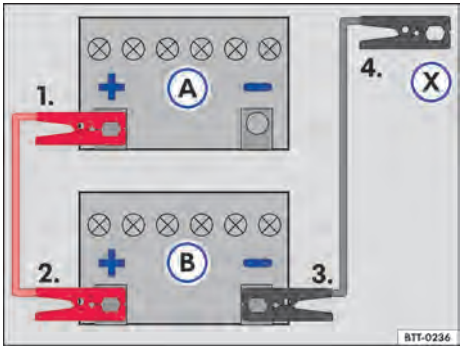

Fig. 199 Esquema para a conexão dos cabos auxiliares de partida: bateria do veículo descarregada Ⓐ e bateria do veículo fornecedora de corrente Ⓑ.
Legenda para → Fig. 199:
Conectar o cabo auxiliar de partida somente na sequência **1 – 2 – 3 – 4** → Fig. 199.
– Conectar uma extremidade do cabo auxiliar de partida *vermelho* ao polo positivo (**+**) do veículo com a bateria do veículo descarregada → Fig. 199 Ⓐ → ⚠.